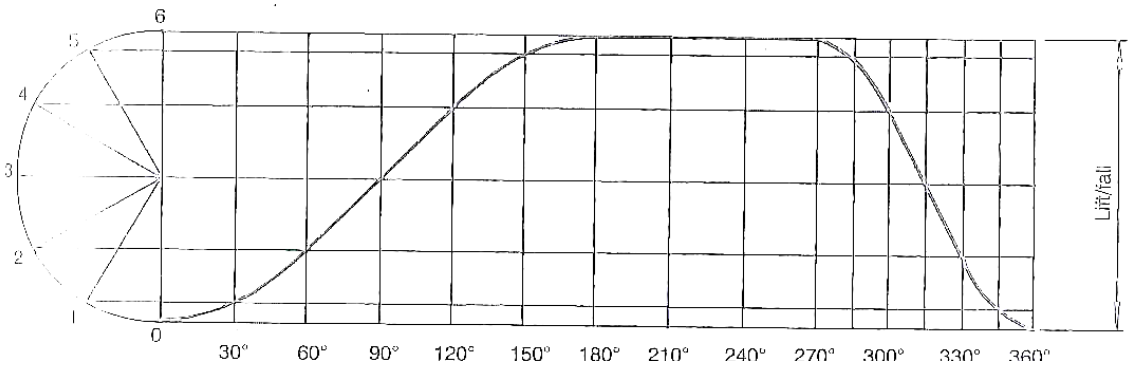

FIGURE 4
4.1 FIGURE 4 shows a displacement diagram of a cam.